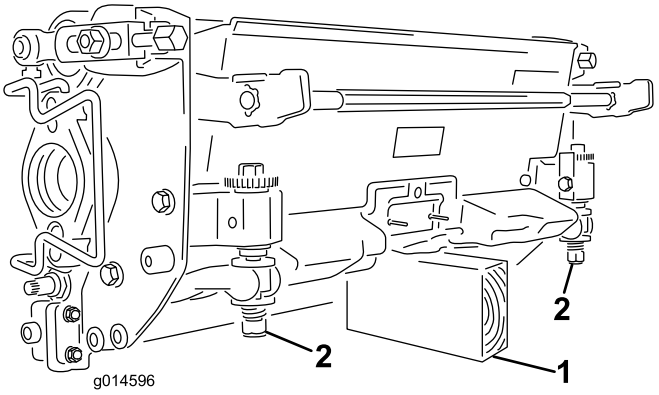

**Figur 10**
**Viktig: Når klippeenheten må vippes rundt for å vise motstålet/spolen, støtt opp bakdelen for å sikre at mutrene på bakdelen av motstålets justeringsskruer ikke hviler på arbeidsflaten (Figur 10).**